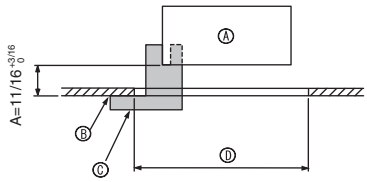
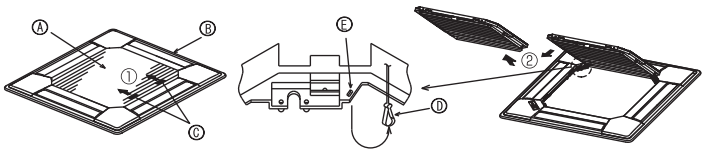
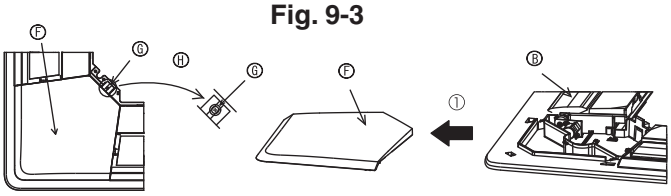

Fig. 9-2
Fig. 9-3
Fig. 9-4
①	Grille	1	950 × 950 (mm), 37-3/8 × 37-3/8 (inch)
②	Screw with captive washer	4	M5 × 0.8 × 25
③	Gauge	1	(Divided into four parts)
④	Fastener	3
⑤	Screw	4	4 × 8
⑥	Screw	1	4 × 12
⑦	Wired remote controller	1	for PLP-42BAMD
9.2. Preparing to attach the grille (Fig. 9-2)
- With the gauge ③ supplied with this kit, adjust and check the positioning of the unit relative to the ceiling. If the unit is not properly positioned relative to the ceiling, it may allow air leaks or cause condensation to collect.
- Ⓒ Gauge ③ (inserted into the unit)
9.2.1. Removing the intake grille (Fig. 9-3)
- Slide the levers in the direction indicated by the arrows ① to open the intake grille.
- With the intake grille in the "open" position, remove the hinge of the intake grille from the grille as indicated by the arrows ②.
9.2.2. Removing the corner panel (Fig. 9-4)
- Remove the screw from the corner of the corner panel. Slide the corner panel as indicated by the arrow ① to remove the corner panel.
[Fig.9-3] [Fig.9-4]